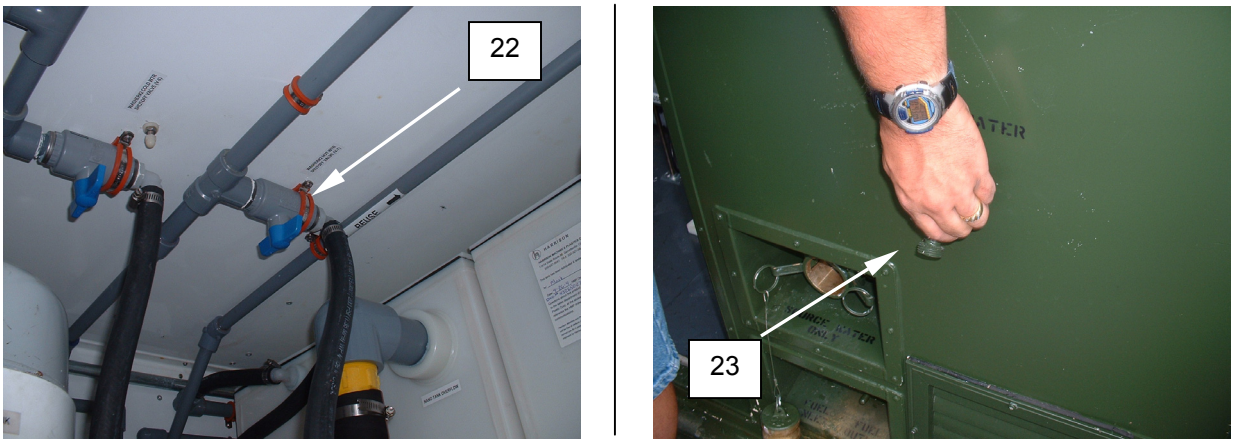

Figure 7. Purge Automatic Soap Dispenser.
7. Close washer No. 2 hot water inlet V-7 **(Figure 7, Item 22)**.
8. Close water spigot **(Figure 7, Item 23)**.